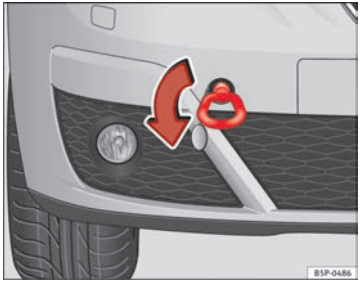
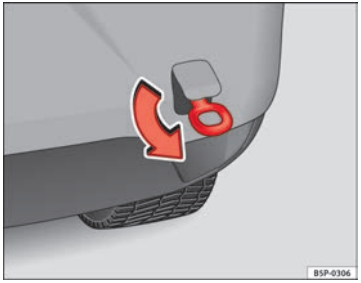

Fig. 205 Lato anteriore destro del veicolo: montaggio dell'anello per traino anteriore
Fig. 206 Lato posteriore del veicolo: montaggio dell'anello per traino
– Avvitare il gancio fino in fondo verso *sinistra* nel senso indicato dalla freccia, sia nel foro della parte anteriore ⇒ fig. 205, che in quello della parte posteriore ⇒ fig. 206. ■